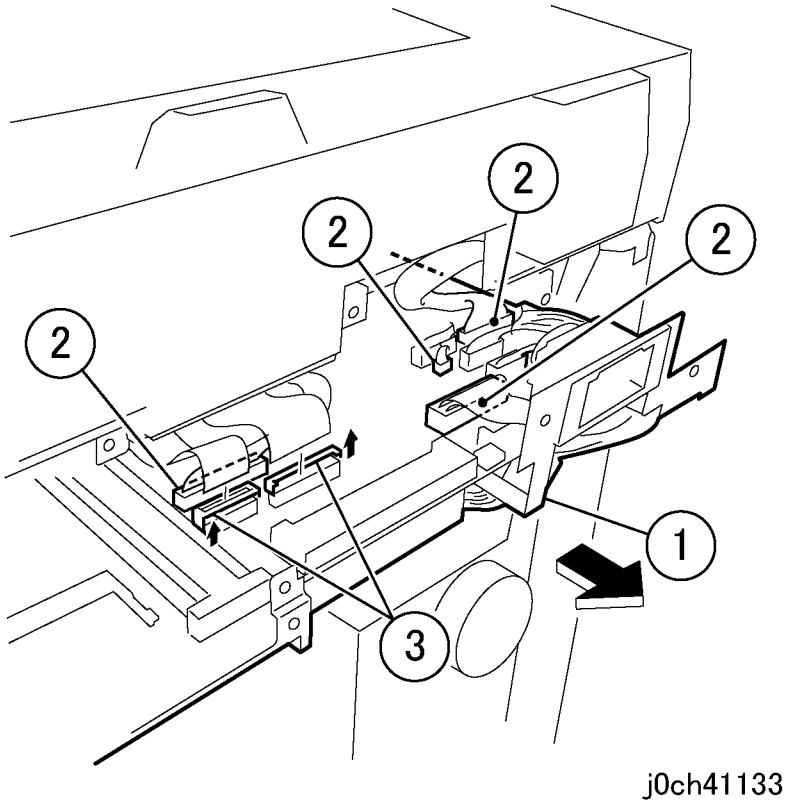

Рисунок 5 Отсоединение кабелей (j0ch41133)
6. Отсоедините кабель интерфейса NBCR/кабель питания NBCR (рисунок 5).